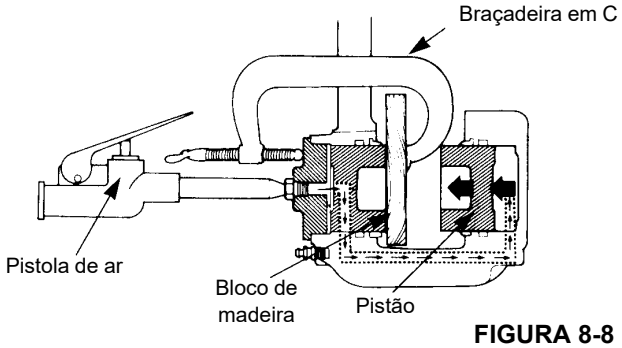

FIGURA 8-8
b. Aplique ar comprimido à conexão de entrada para forçar os pistões para fora da outra carcaça. Se um pistão sair antes do outro, coloque um pedaço de madeira na frente do pistão que saiu primeiro. Aplique ar comprimido para forçar o outro pistão para fora da carcaça (Figura 8-8).